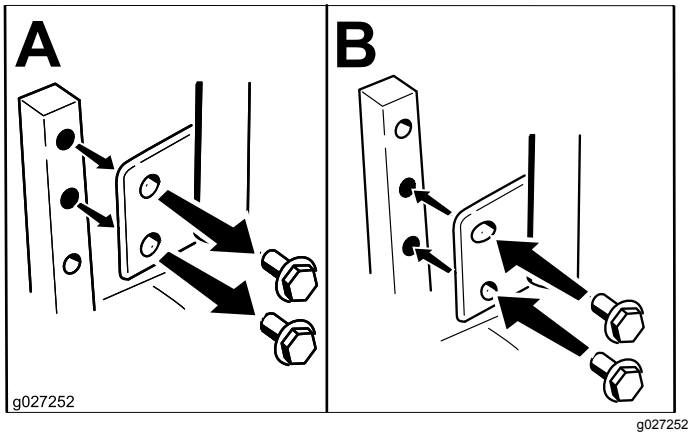

Figur 21
Du kan justere bevægelseshåndtagene til en højere eller lavere højde for maksimal komfort (Figur 21).
2. Løsn den nederste bolt lige akkurat nok til, at håndtaget kan drejes fremad eller bagud (Figur 21).